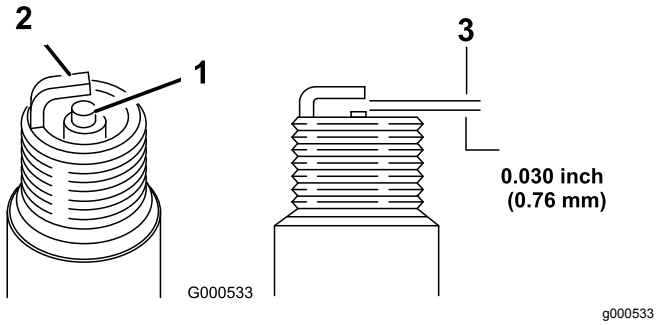

Figuur 20
5. Stel de elektrodenafstand in op 0,76 mm zoals getoond in Figuur 20.